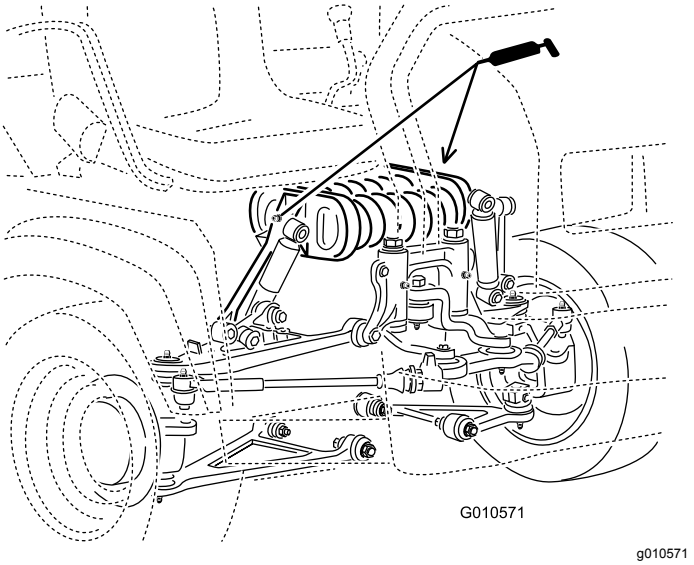

Figur 30
- **Fjærtårn (2)**. Se Figur 30